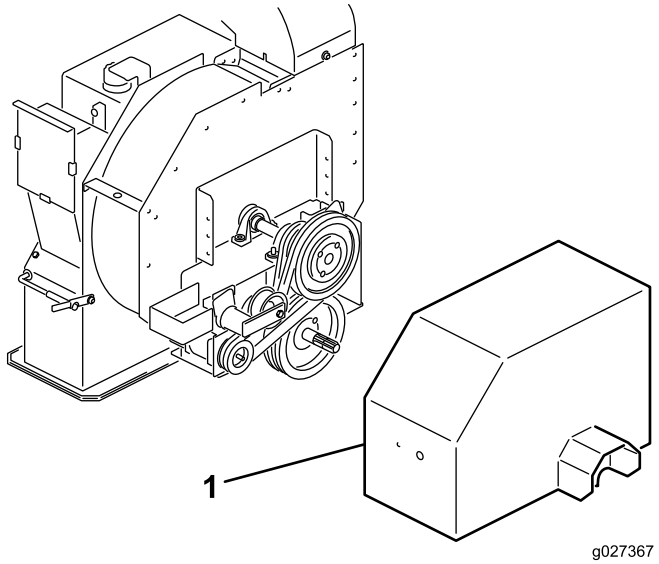

Figur 13
1. Fjern drevafskærmningen fra remskivesamlingerne (Figur 13).
1. Løsn de bolte og møtrikker, der fastgør drevafskærmningen til rotorhuset (Figur 13), og afmonter afskærmningen.
2. Løsn bolten, der fastgør remspændingen til stellet, på bagsiden af stellet (Figur 13).